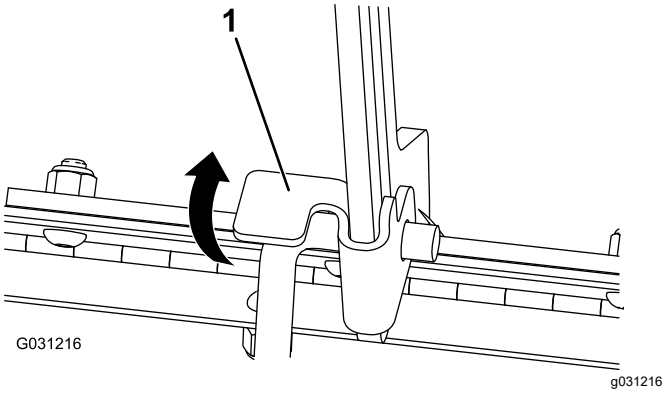

**Figur 33**
1. Lyft upp fliken som håller stöttan på plats (Figur 33)